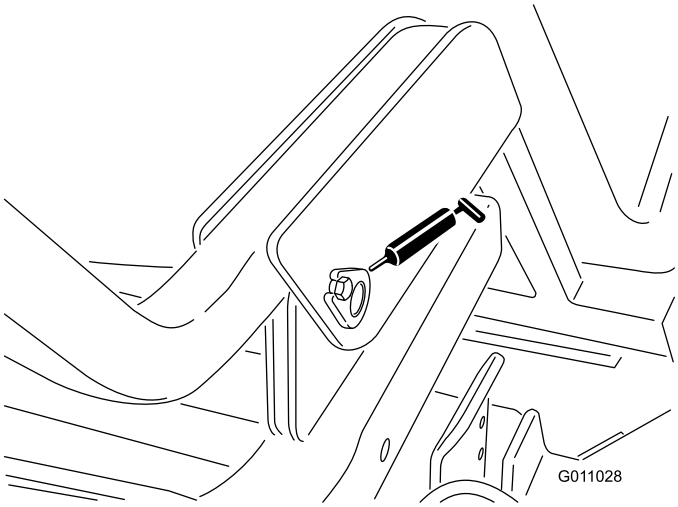

Figur 35
- Trågets (nedre) vridfäste (2) (Figur 35).